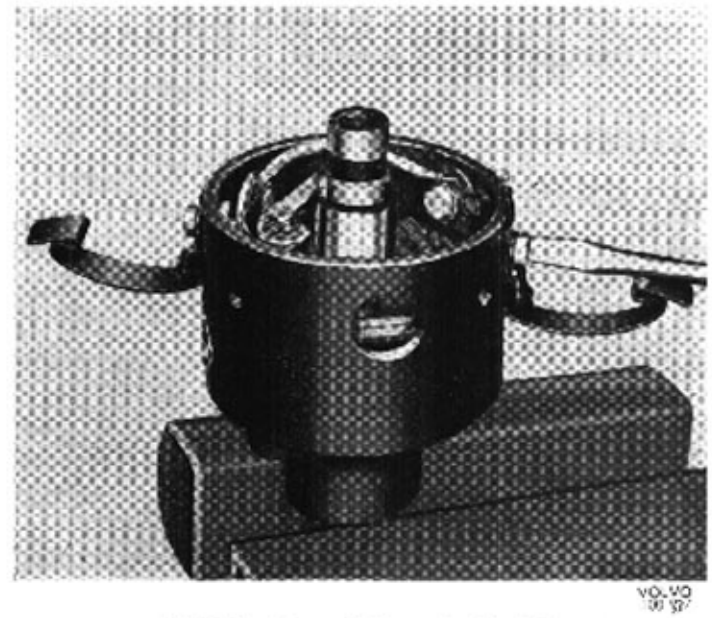

Bild 34-6. Demontering av brytarplatta
4. Lossa brytarplattan. Denna lossas genom att de två skruvarna som håller byglarna för locket lossas. Bild 34-6.